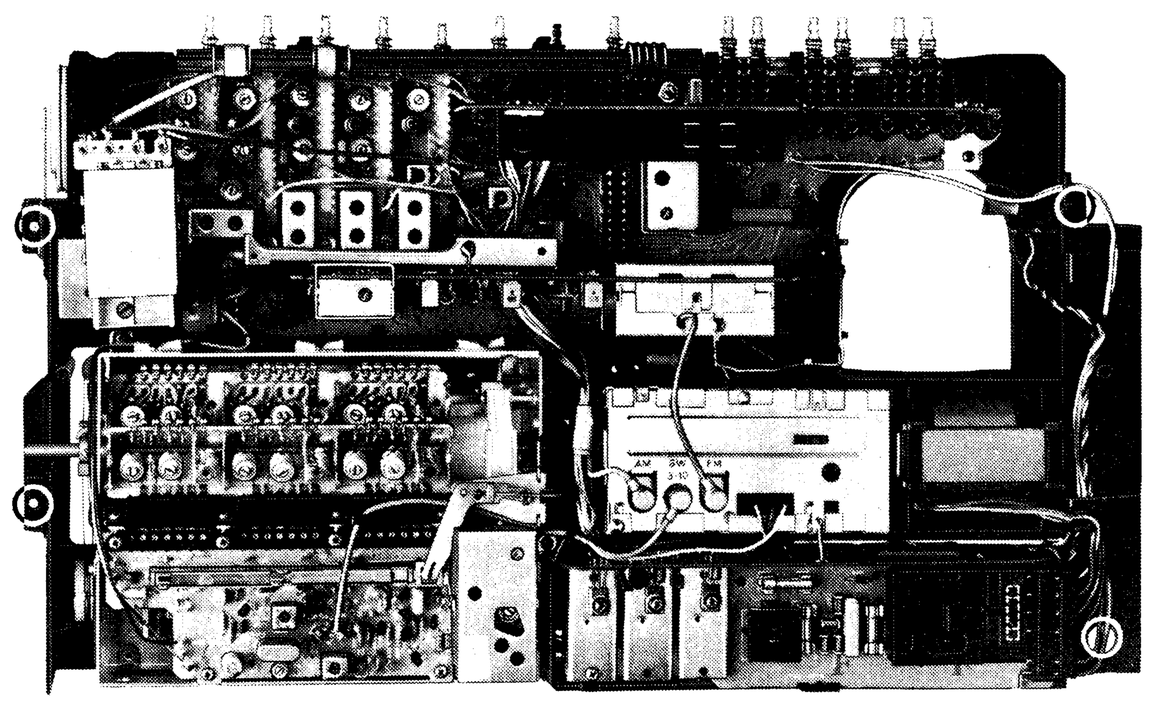

Abb.2
7. Die in Abb. 2 gekennzeichneten 4 Schrauben lösen.